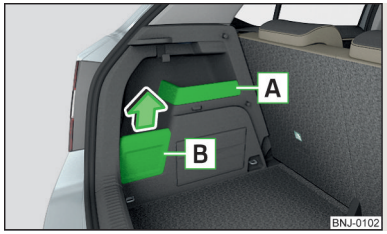

Fig. 90
- Place the item of luggage suspended from a hook, if possible, in the storage compartment B » Fig. 90 *on page 85*, otherwise there is a risk of damaging the storage compartment cover.
- If an item of luggage weighing more than 2.5 kg is suspended on the hook, then we recommend removing the storage compartment cover B » Fig. 90 *on page 85*, otherwise there is a risk of damaging the storage compartment cover.
Storage compartments » Fig. 90
› Remove the cover of the storage compartment B in the direction of the arrow » Fig. 90.
The removable storage compartment A » Fig. 90 is suitable for stowing small objects weighing up to 1.5 kg in total.